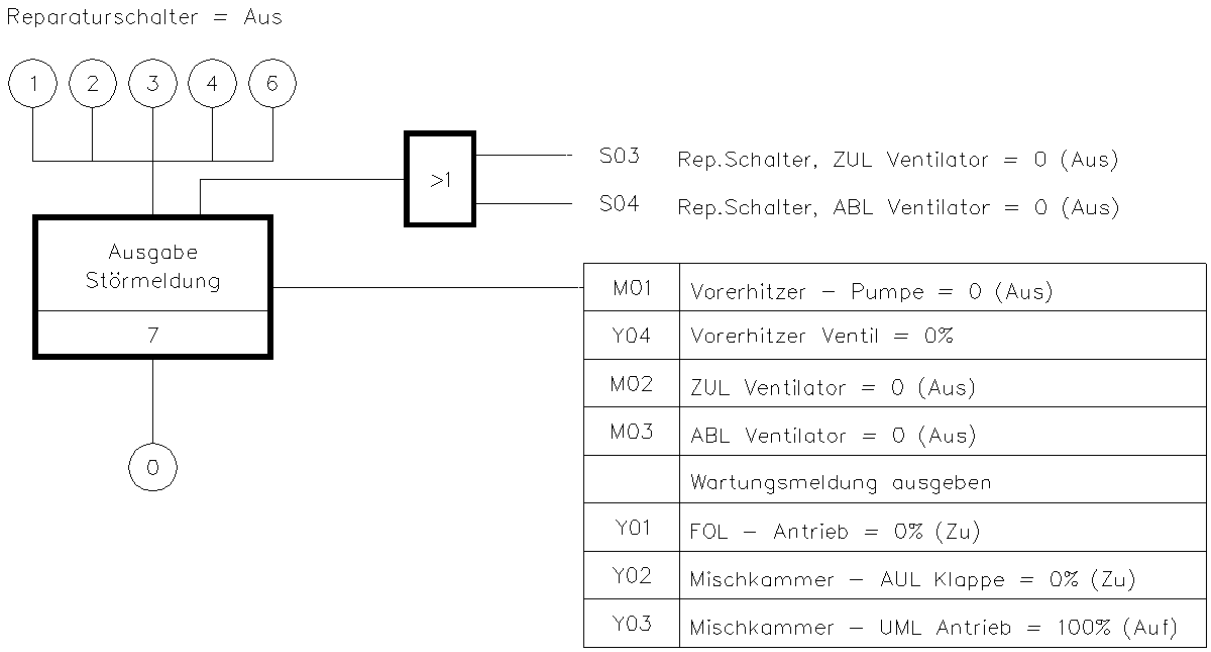

Bild 25.30 – Auswirkungen der Reparaturschalter
- Die Aktionstabelle rechts zeigt dabei den Zustand der betroffenen Geräte nach dem Auslösen eines Reparaturschalters an. Die Anlage wird danach in den Zustand **0** oder *Anlage AUS* gefahren (Abb. 25.30).